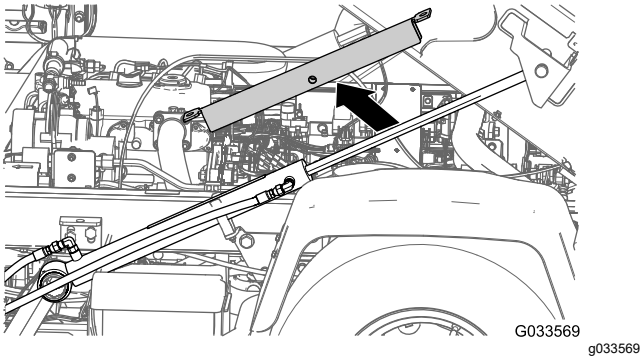
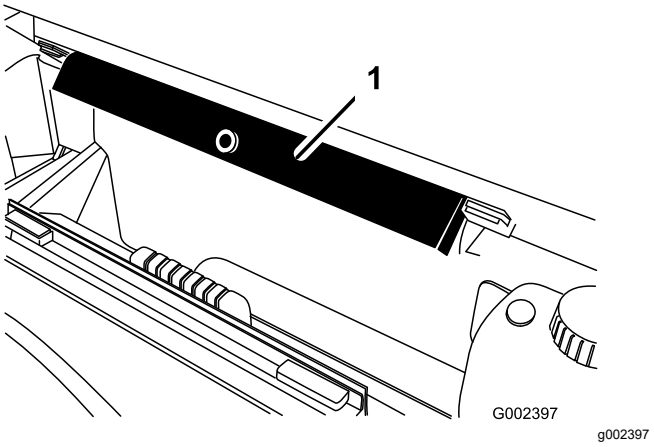

Figure 34
Figure 35
2. Remove the bed support from the lift cylinder and stow the support in the storage brackets at the back of the ROPS panel (Figure 34 and Figure 35).